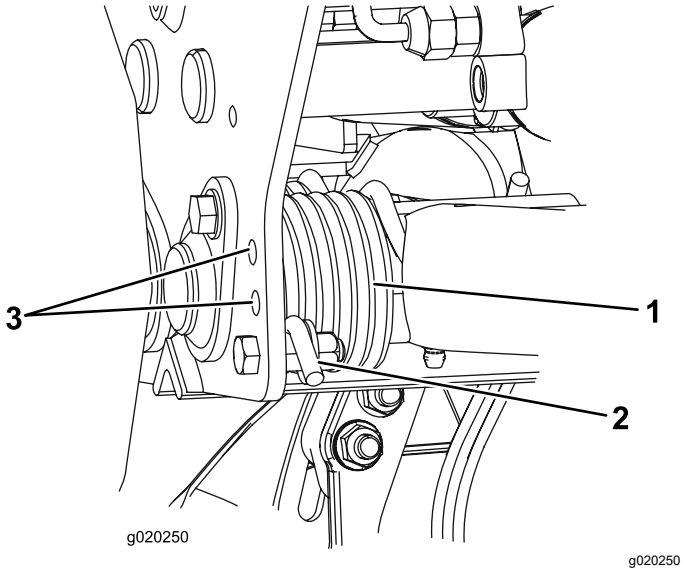

Figuur 33
2. Steek een buis of gelijksoortig voorwerp op het uiteinde van de lange veer om de spanning op de veer tijdens de afstelling weg te nemen (Figuur 33).
3. Als de veer is ontspannen, verwijdert u de bout en de borgmoer waarmee de actuator van de veer is bevestigd aan de beugel (Figuur 33).